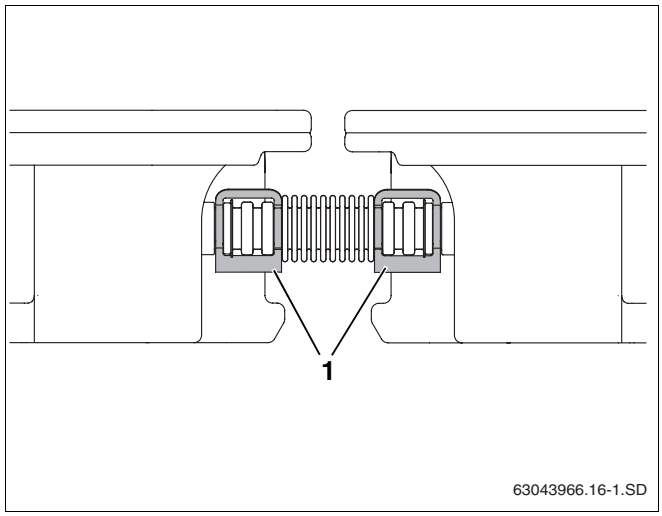

Abb. 27 Wellrohrverbinder mit Klammern gesichert
- Sichern Sie jede Verschlusskappe mit einer Klammer und jeden Wellrohrverbinder mit zwei Klammern (Abb. 27, **Pos. 1**).